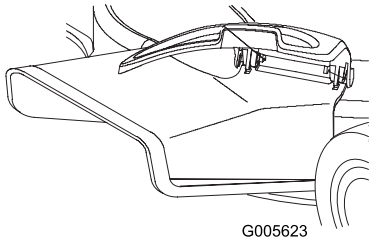

Figuur 27
2. Til de klep aan de zijkant op (Figuur 27).
3. Schuif de zijafvoer over de opening, met de sleuven in de afvoer tegenover de lippen onder de klep (Figuur 27).